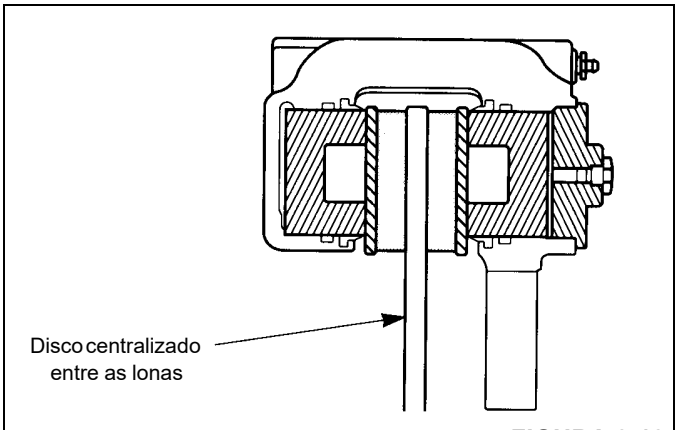

FIGURA 8-18
b. Os calços devem ser de aço, totalmente lisos e paralelos e devem cobrir toda a superfície de montagem do cubo ou da carcaça. As lonas devem se mover livremente na carcaça e entre as placas de extremidade (Figura 8-18).